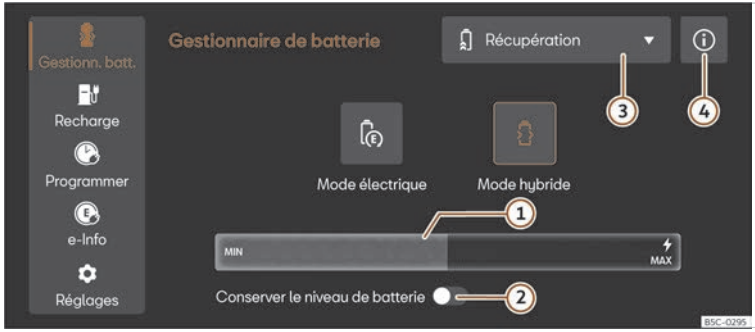

Fig. 123 Sur le système d'infodivertissement : menu Gestionnaire de batterie
- Sélectionnez **Mode électrique** ou **Mode hybride** dans le système d'infodivertissement. Vous trouverez plus d'informations sur le mode de fonctionnement dans ⓘ >>> **fig. 123** ④.
Légende de la >>> **fig. 123** :